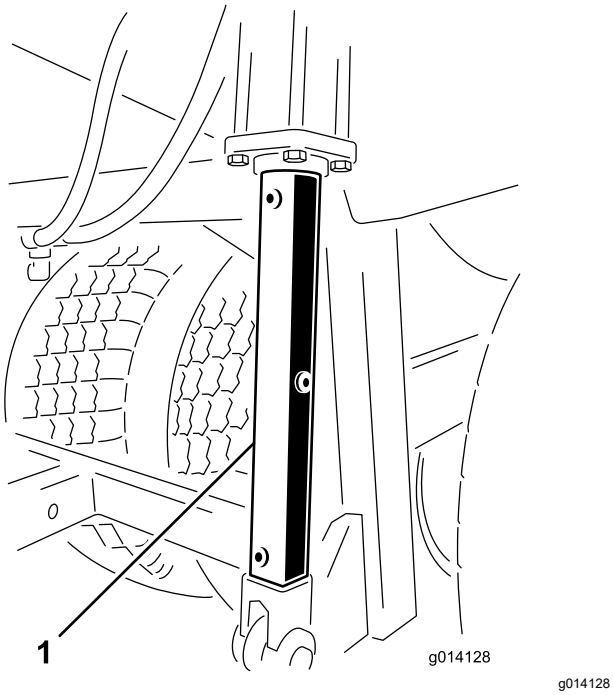

Figuur 46
Voordat u onderhoud uitvoert onder een omhoog gebrachte hopper, moet u de 2 hydraulische cilindersteunen aanbrengen (Figuur 46).
3. Monteer de hydraulische cilindersteunen op de stangen van de hydraulische cilinders (Figuur 46).